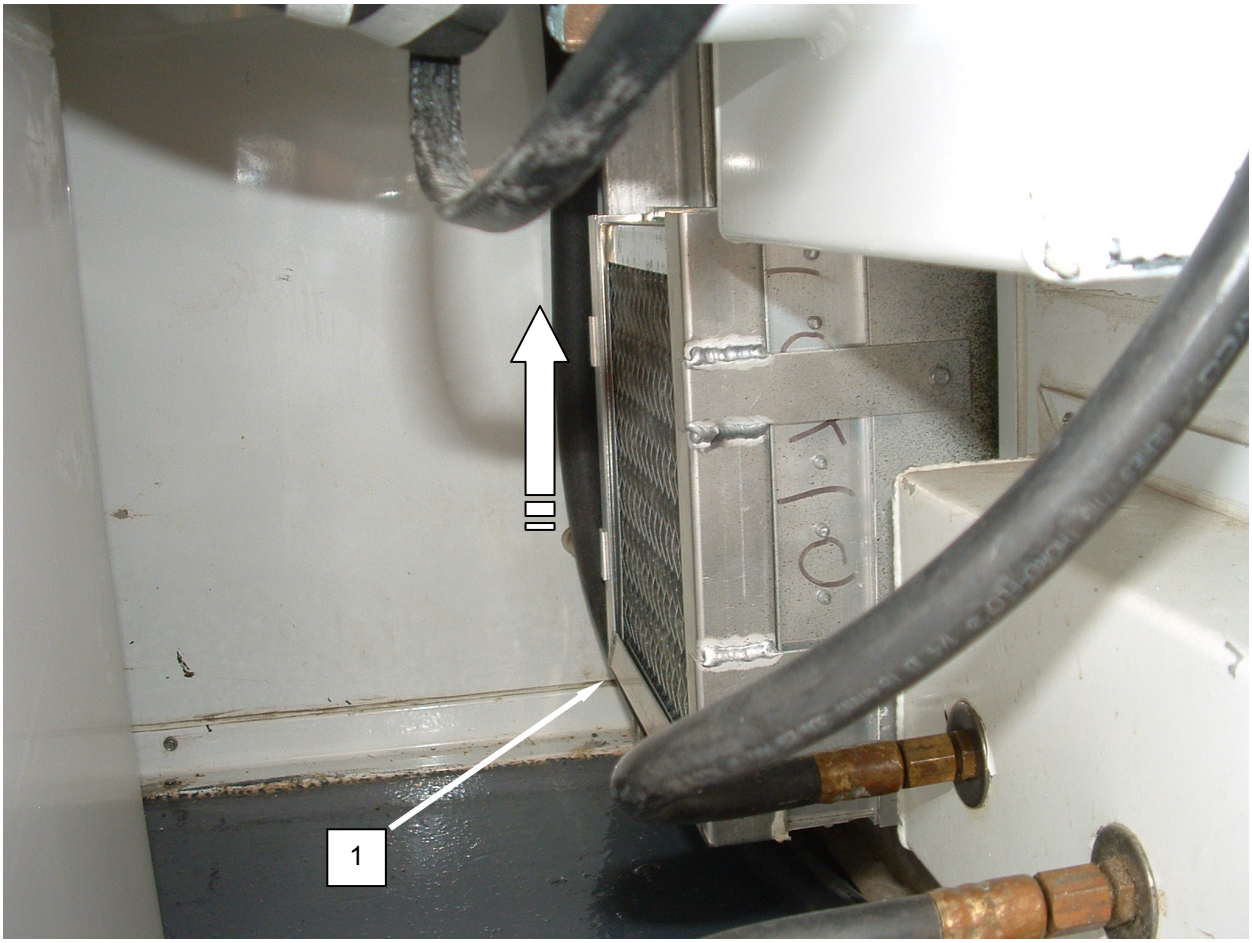

Figure 4. Replace the Boiler Air Filter.
1. Remove filter **(Figure 4, Item 1)** from filter mount under boiler.
2. Install replacement filter **(Figure 4, Item 1)** into filter mount.